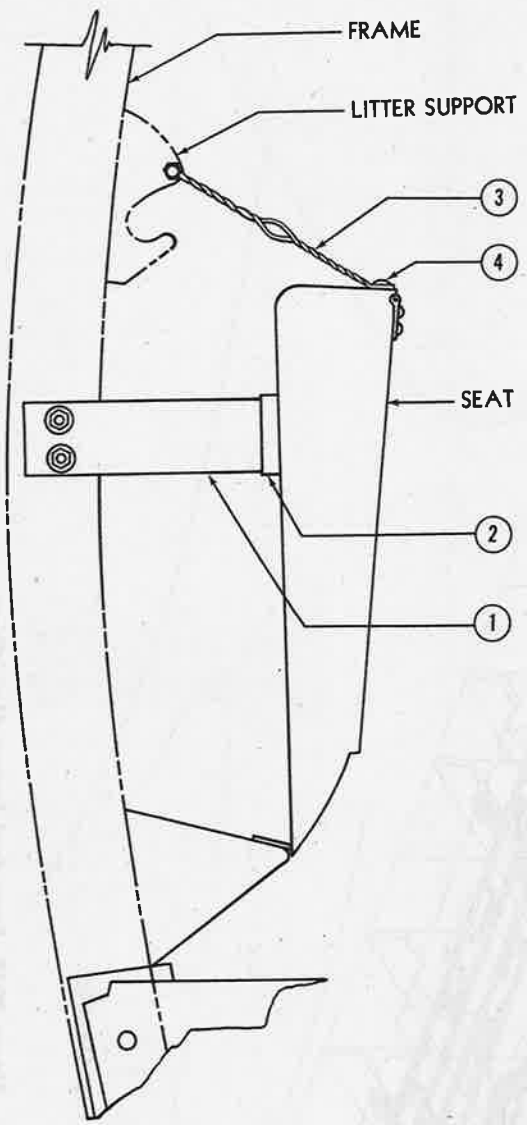

Figure 307C—Wiring Up Seats
1. Wire seats up as shown in illustration, figure 307c.